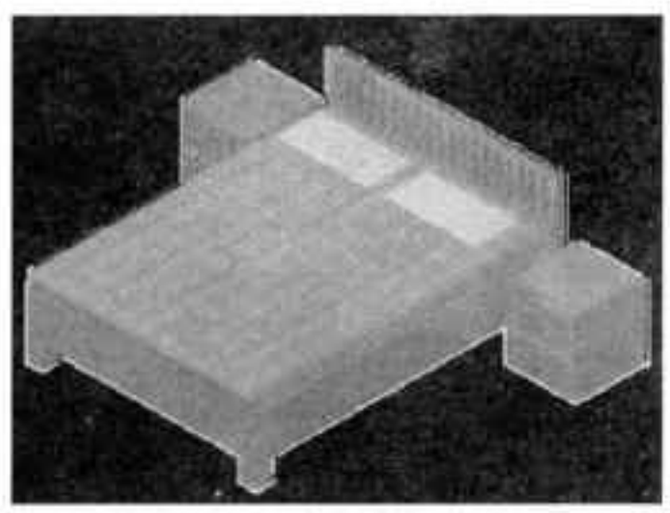

图14-78 赋予枕头贴图
Step25 按照上述操作，对枕头图块赋予合适的材质，执行“渲染区域”命令，对其渲染，如图 14-78 所示。